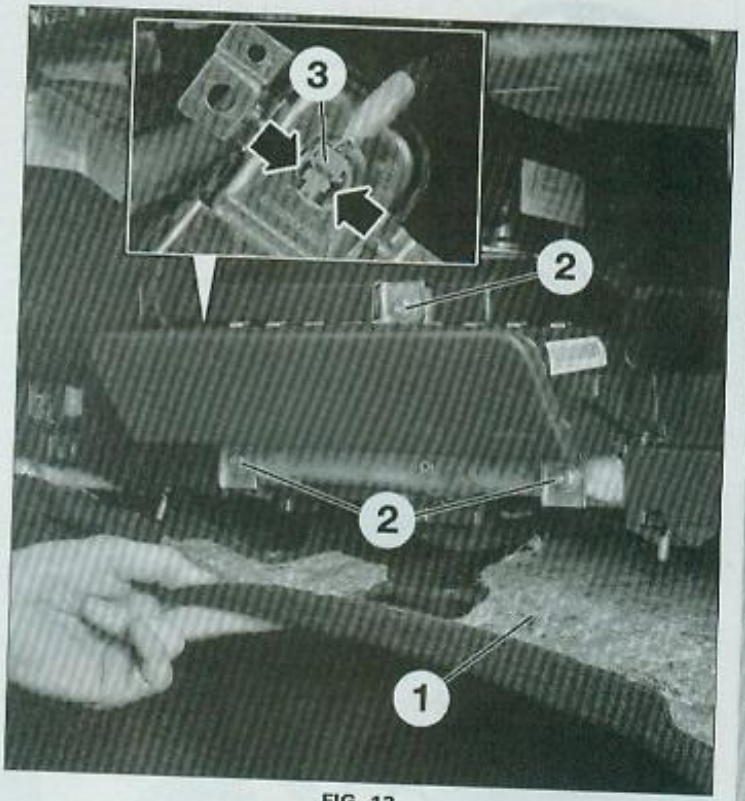

FIG. 12
• Déposer la garniture droite (1) située sous la planche de bord **(Fig.12)**.
• Déposer les 3 vis (2).